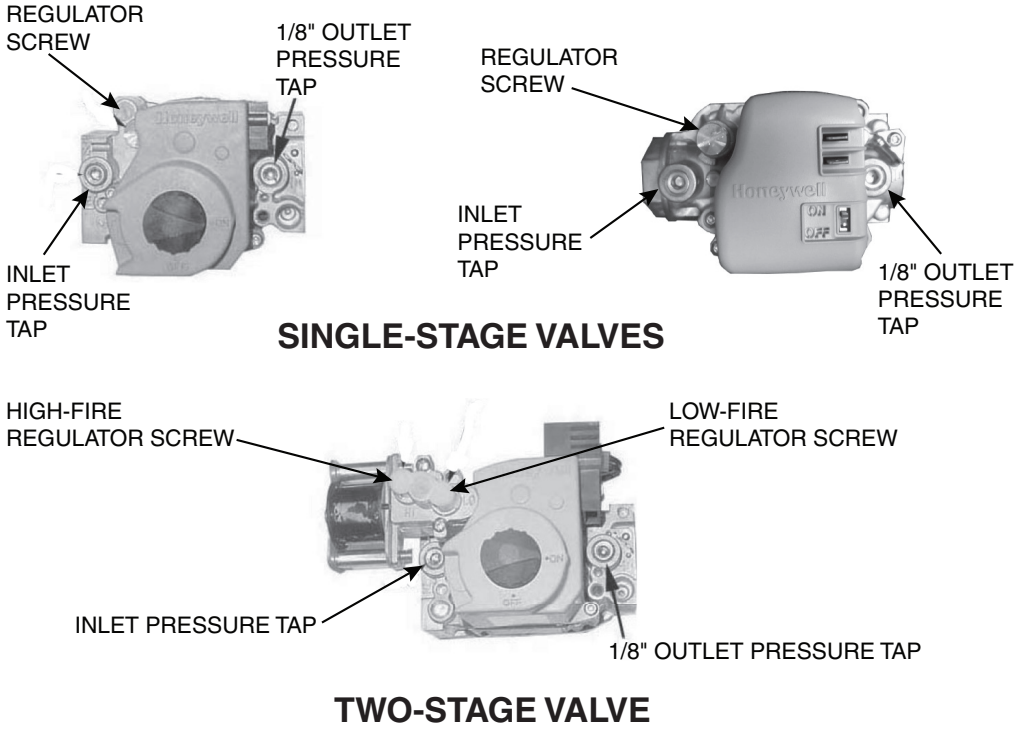

Figure 19. Manifold Pressure Adjustment
2. Connect manometer to 1/8-inch output pressure tap on valve (see **Figure 19**).
5. If manometer reading does not indicate that valve outlet pressure is in accordance with **Table 15**, remove cap from regulator screw(s) (see **Figure 19**) and adjust pressure by turning regulator screw IN (clockwise) to increase pressure or OUT (counterclockwise) to decrease pressure.
4. Connect manometer to 1/8-inch output pressure tap on valve (see **Figure 19**).
b. Remove cap from regulator screw (see **Figure 19**) and adjust pressure in accordance with **Table 15** by turning regulator screw IN (clockwise) to increase pressure or OUT (counterclockwise) to decrease pressure.
b. Remove cap from low-fire regulator screw (see **Figure 19**) and adjust pressure in accordance with **Table 15** by turning regulator screw IN (clockwise) to increase pressure or OUT (counterclockwise) to decrease pressure.
10. Connect manometer to inlet pressure tap (see **Figure 19**). While heater is operating, measure inlet pressure, which should be between 5 and 13.5 IN WC for natural gas or between 11 and 13.5 IN WC for propane.